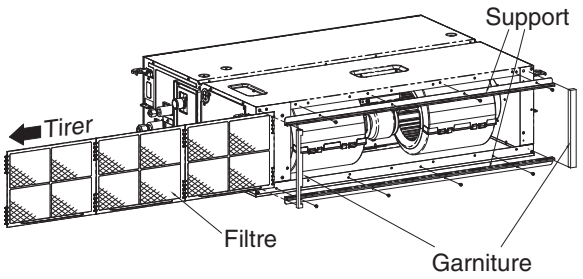

Fig. 3-15
(1) Commencez par tirer sur le filtre dans le sens de la boîte de l'équipement électrique dans l'unité. (Fig. 3-15)
(2) Ensuite, déposez le joint plat, le support et le filtre fixés sur le côté de la lumière d'admission de l'air. (Fig. 3-15)
(3) Installez le conduit (fourniture sur site).